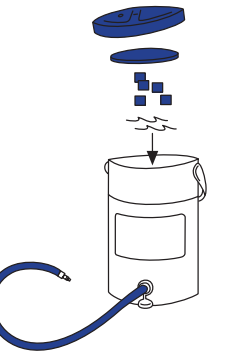

Abbildung 1
1. Kühleinheit vor dem Anlegen der Cryo/Cuff-Manschette vorbereiten (Abb. 1) 17
1. Kühleinheit vor dem Anlegen der Cryo/ Cuff-Manschette vorbereiten (Abb. 1)